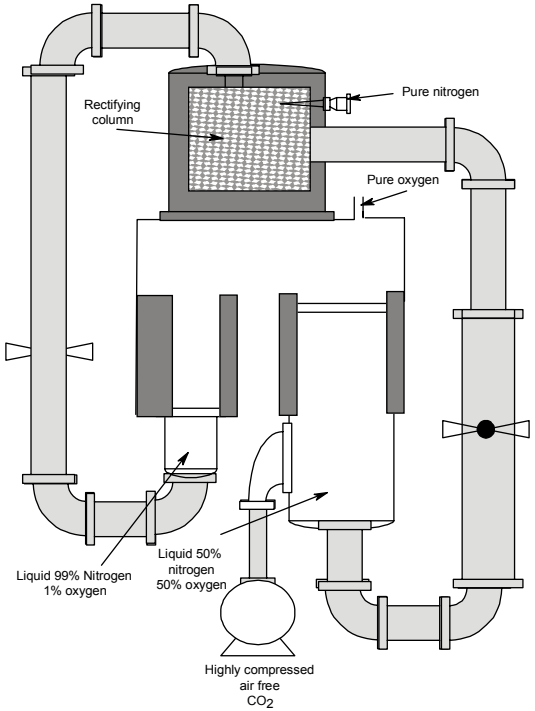

Fig. 8.5. The Industrial Preparation of Oxygen Gas by Claude's Process
2. ***Claude's Principle :*** This include the process of working of a piston with the help of oxygen, here the gas is forced inside the piston, which pushes it (see Fig. 8.5).